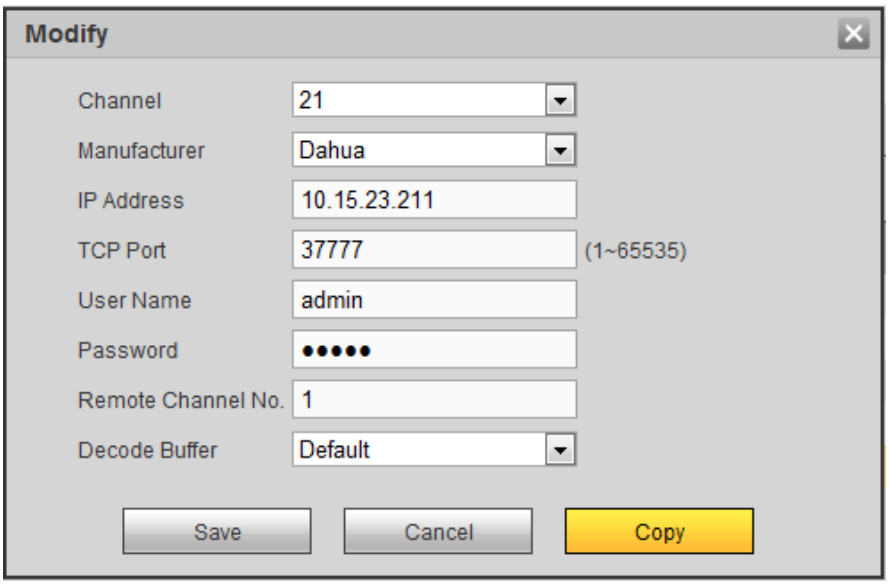

Figure 5-29
- Click or double click a device in the added list. Device pops up the following dialogue box. See Figure 5-29.